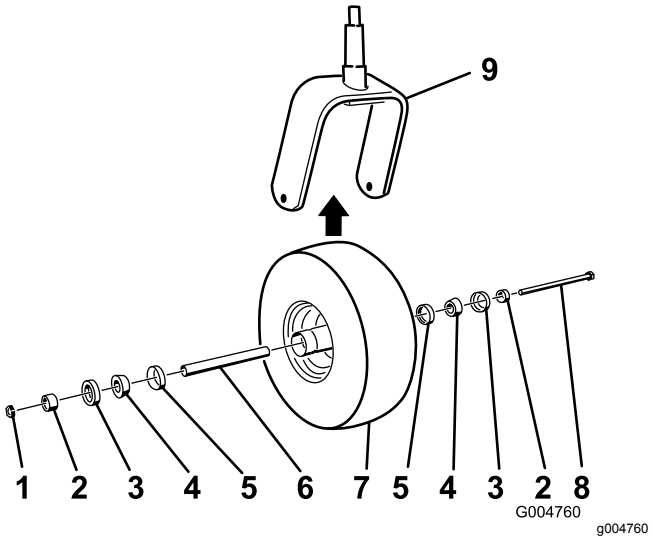

Bild 42
2. Nehmen Sie die Sicherungsmutter von der Schraube ab (Bild 42).
5. Montieren Sie das Laufrad, indem Sie die konischen Lager und Dichtungen, die mit Fett gefüllt sind, in die Radnabe drücken, siehe Bild 42 für die Positionierung.